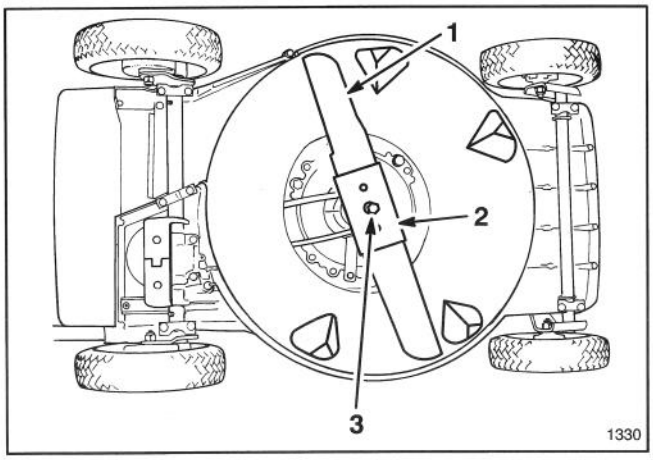

Figure 21
3. Tip mower on its left side (Fig. 21). Avoid rotating blade as starting problems may result.
5. REMOVING BLADE—Grasp end of blade using a rag or thickly padded glove. Remove blade bolt, lockwasher, blade and blade stiffener (Fig. 21).